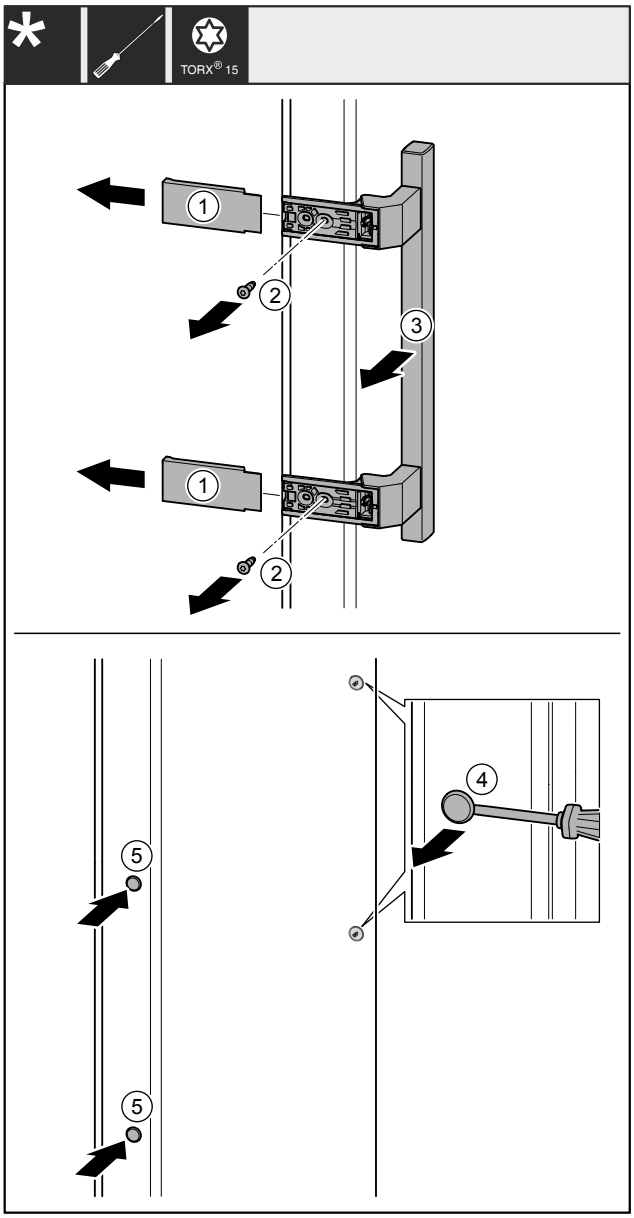

Fig. 28
- ▶ Abdeckungen *Fig. 28 (1)* abziehen.
- ▶ Schrauben *Fig. 28 (2)* mit Schraubendreher herausdrehen.
- ▶ Griff *Fig. 28 (3)* abnehmen.
- ▶ Seitlichen Stopfen *Fig. 28 (4)* vorsichtig mit einem Schlitzschraubendreher anheben und herausziehen.
- ▶ Stopfen *Fig. 28 (5)* auf der anderen Seite wieder einsetzen.